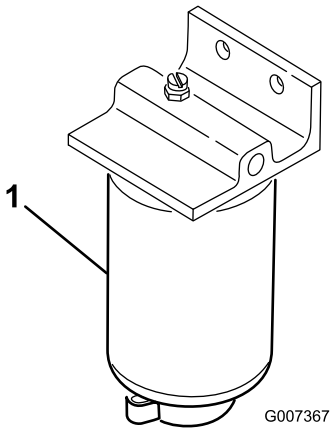

Figura 46
1. Mettete un contenitore pulito sotto il filtro del carburante (Figura 46).
2. Pulite la superficie circostante la scatola del filtro (Figura 46).